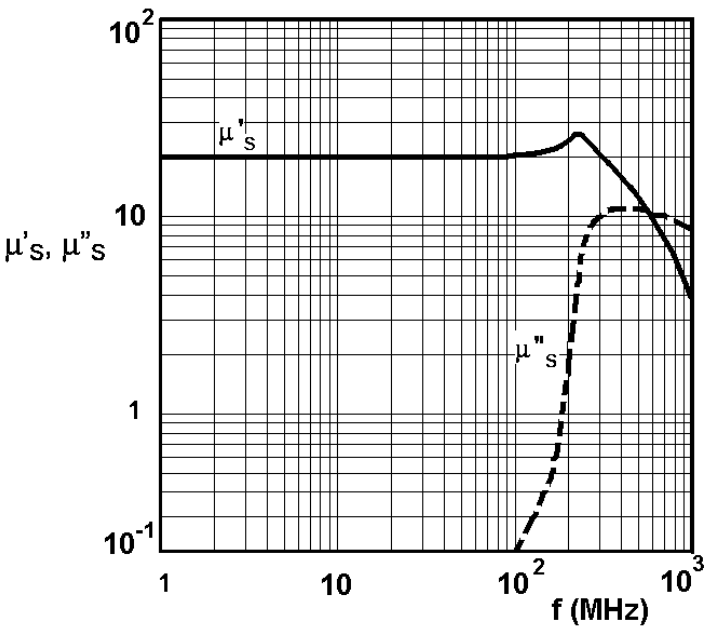

Fig. 2. M3 (NiZn, μ_r=20) Complex permeability as a function of frequency (Adapted from National Magnetics Group M3 Material Specification Data Sheet).
- **Low loss characteristics under large AC flux swings make these materials potentially suitable for HF/VHF applications (e.g. M3 from National Magnetics Group, Inc. shown in Fig.2)**